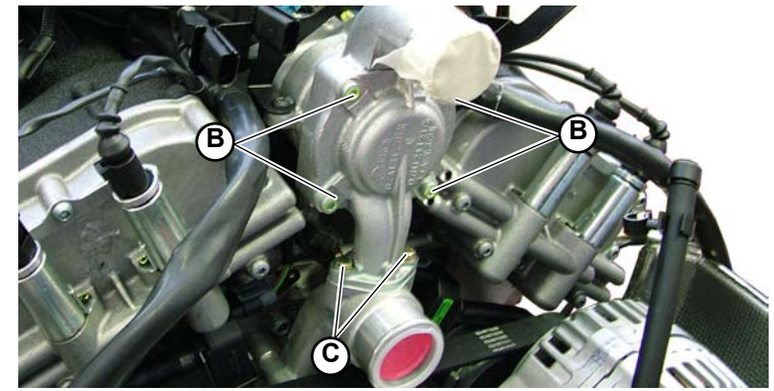

Fig.2
3. Position the thermostatic valve cover and secure it by tightening the 4 upper screws (**B-Fig.2**) and the 2 lower screws (**C-Fig.2**).